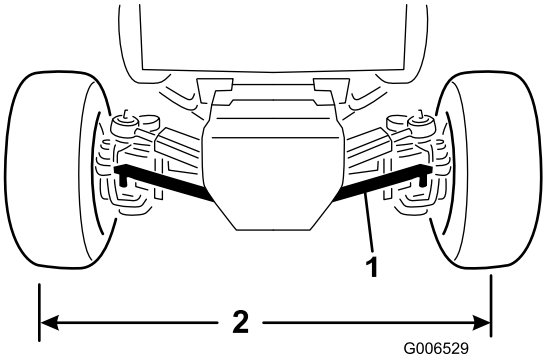

Figur 58
2. Fjern mutterne som fester ett av parallellstagets kuleledd til monteringsbraketten på akselen, og løsne kuleleddet fra akselen (Figur 58).
4. Roter kuleleddene på parallellstagene inn eller ut til avstanden fra midten til midten foran og bak på bakhjulene er den samme (Figur 58).